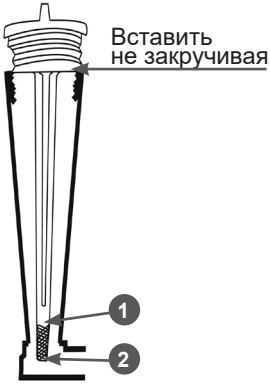

Рис. 16 Уровень масла в картере двигателя
9. Установите крышку-щуп в отверстие маслозаливной горловины, не закручивая ее. Аккуратно вытащите щуп и осмотрите его. Уровень масла должен соответствовать верхней отметке 1 на щупе (Рис. 16).